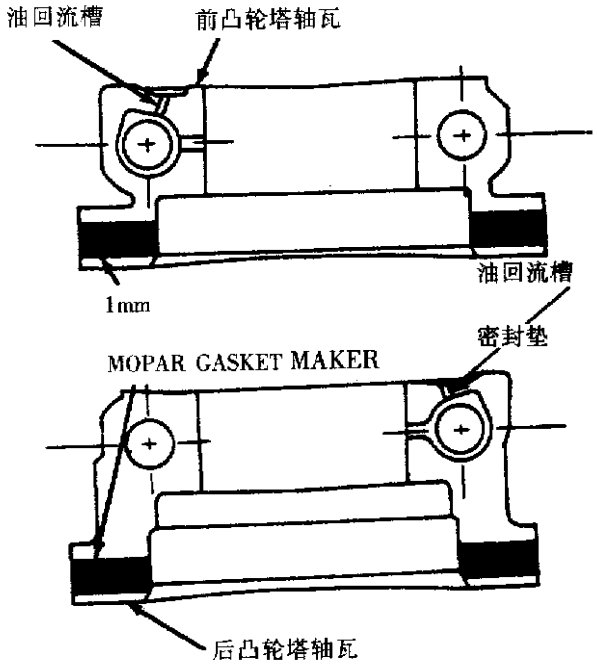

图3-31　凸轮塔轴瓦密封
④移动凸轮轴尽可能向前。
⑤端部跳动的范围：0.13～0.23mm。
⑥拆去轴瓦和凸轮轴。
①正如拆卸一样，按正确的顺序安装凸轮轴附件。
②用Mopar Gasket Maver垫片分别加到第1至第5轴瓦上(图3-31)。